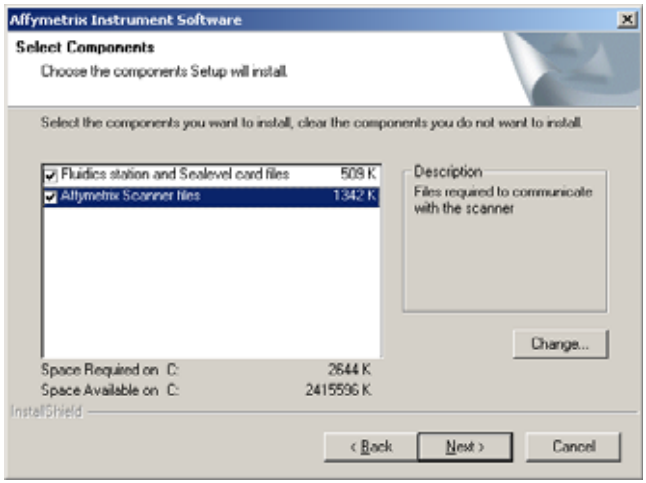

Figure C.10
⇒ The Select Components window appears **(Figure C.10)**.
9. Select both the **Affymetrix Scanner Files** option and the **Fluidics Station Files** option **(Figure C.10)**. Highlight the **Affymetrix Scanner Files** option and click **Change...** to select the type of scanner.